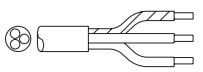

fig. 5
- (fig. 5) 1N~ 220-240V (câble à 3 conducteurs).